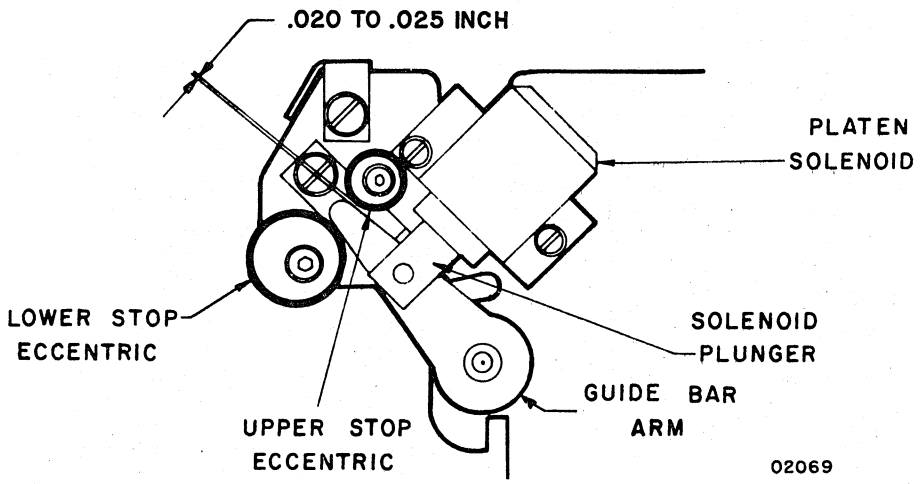

Figure NIP6. Guide Bar Arm Travel
14) Using a feeler gauge, check the clearance between the upper stop eccentric and the guide bar arm. The clearance must be 0.020 to 0.025 inch (see figure NIP6). If adjustment is required, loosen one socket-head screw to permit rotation of lower stop eccentric. Place a 0.022-inch gauge between the guide bar arm and upper stop eccentric. Rotate lower stop eccentric until contact is made between guide bar arm, gauge, and upper eccentric. Tighten screw.